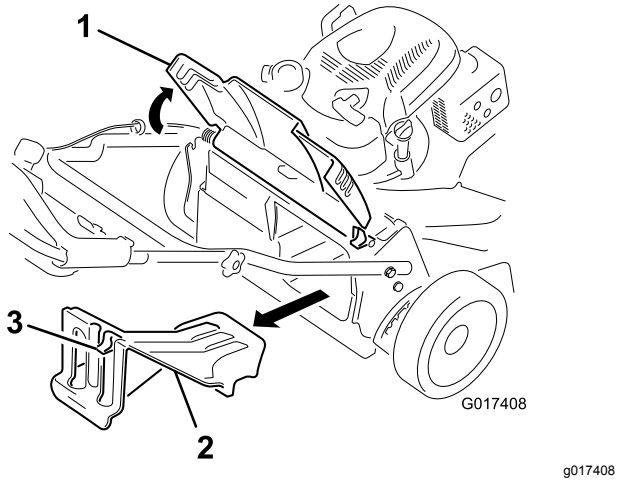

Figuur 26
1. Zet de achterklep omhoog en houd hem in deze stand (Figuur 26).
2. Verwijder de afsluiter van het achteruitwerp-kanaal door de vergrendeling met uw duim naar beneden te drukken en de afsluiter uit de machine te trekken (Figuur 26).